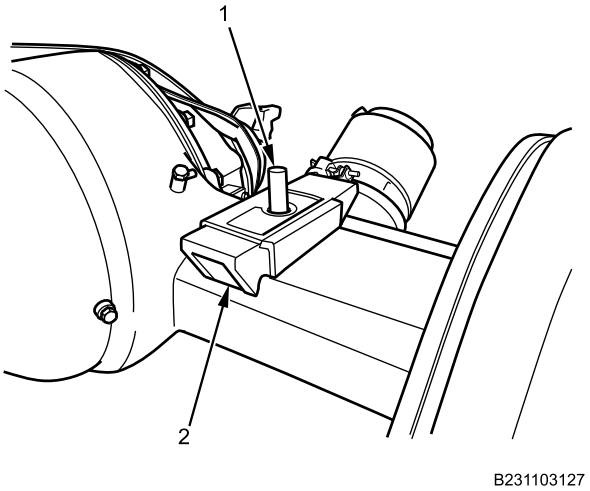

Figure 17. Wedge and Pin.
25. Remove wedge (Figure 17, Item 2) and pin (Figure 17, Item 1) from rear axle assembly.